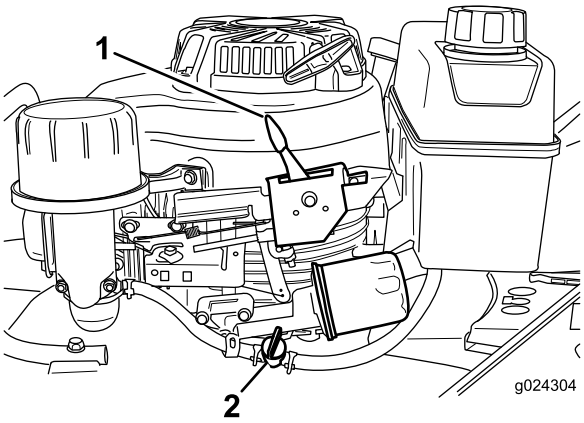

Figur 11
2. Öppna bränslekranen (Figur 11).
3. För gasreglagespaken (Figur 11) till chokeläget.
Släpp knivstyrstången och för gasreglagespaken (Figur 11) till stoppläget.
Obs: Stäng bränslekranen (Figur 11) om du inte ska starta motorn snart igen,